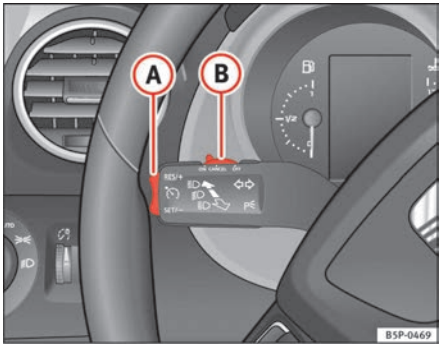

Fig. 150 Indicator and main beam headlight lever: switch and rocker switch for the cruise control
– Press the upper part **RES/+** of the rocker switch ⇒ fig. 150 (A) to increase the speed. The vehicle will continue to accelerate as long as you keep the rocker switch pressed. When you release the switch, the new speed is stored.
Control of the set speed is switched off if you reduce speed by depressing the brake pedal. You can reactivate the control by pressing once on the upper part of the rocker switch **RES/+** ⇒ page 181, fig. 150 (A).